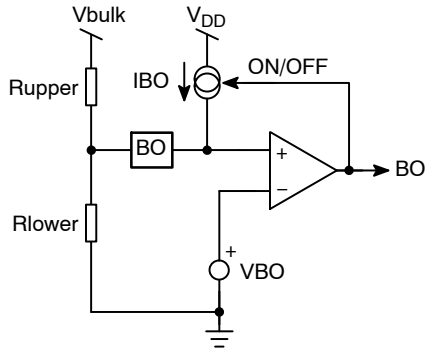

Figure 40. The Internal Brown-out Configuration with an Offset Current Source
The Brown-Out circuitry (BO) offers a way to protect the resonant converter from low DC input voltages. Below a given level, the controller blocks the output pulses, above it, it authorizes them. The internal circuitry, depicted by Figure 40, offers a way to observe the high-voltage (HV) rail. A resistive divider made of R_{upper} and R_{lower}, brings a portion of the HV rail on Pin 5. Below the turn-on level, the 28 µA current source IBO is off. Therefore, the turn-on level solely depends on the division ratio brought by the resistive divider.